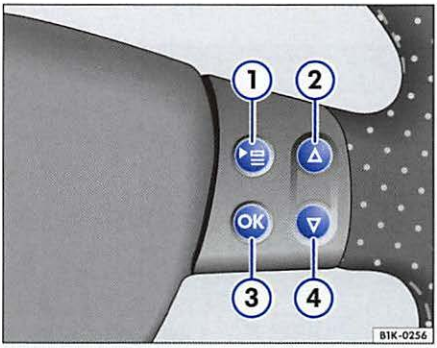

Fig. 16 Multifunction steering wheel: right side
– Press the ⊡ ⇒ fig. 16 ① button on the multi-function steering wheel until the **Compass** menu is displayed .